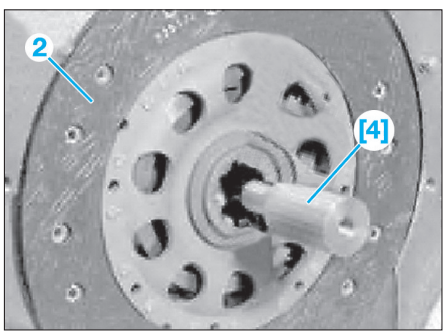

Fig. 9
- [4]. Douille de centrage du disque d'embrayage (ref : 21 2 201) **(Fig.9)**.
• Centrer le disque d'embrayage (2) sur le volant moteur avec l'outil [4] **(Fig.9)**.